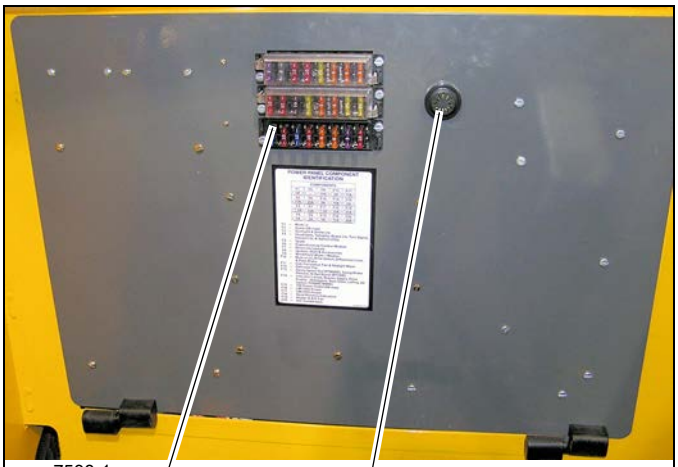
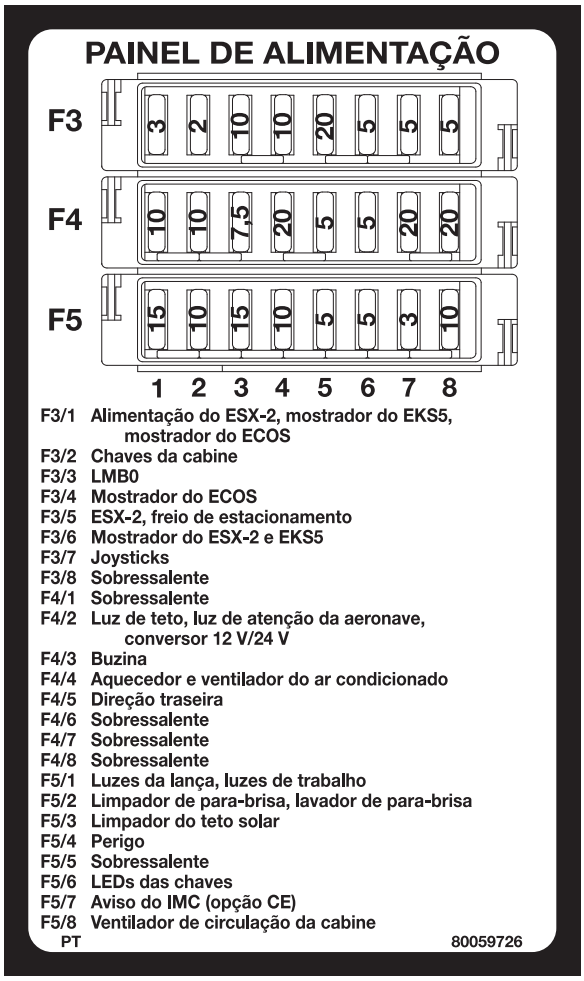

FIGURA 3-5
FIGURA 3-6
O painel localiza-se atrás do assento do motorista. Os fusíveis podem ser acessados facilmente. Para acessar os relés e outros componentes eletrônicos, os dois parafusos de retenção devem ser removidos e o painel inclinado para a frente. Consulte a Figura 3-5, a Figura 3-6, a Figura 3-7, a Tabela 3-4 e a Tabela 3-5 para obter informações específicas sobre cada componente.
**Tabela 3-4 Painel de fusíveis da cabine (Figura 3-6)**